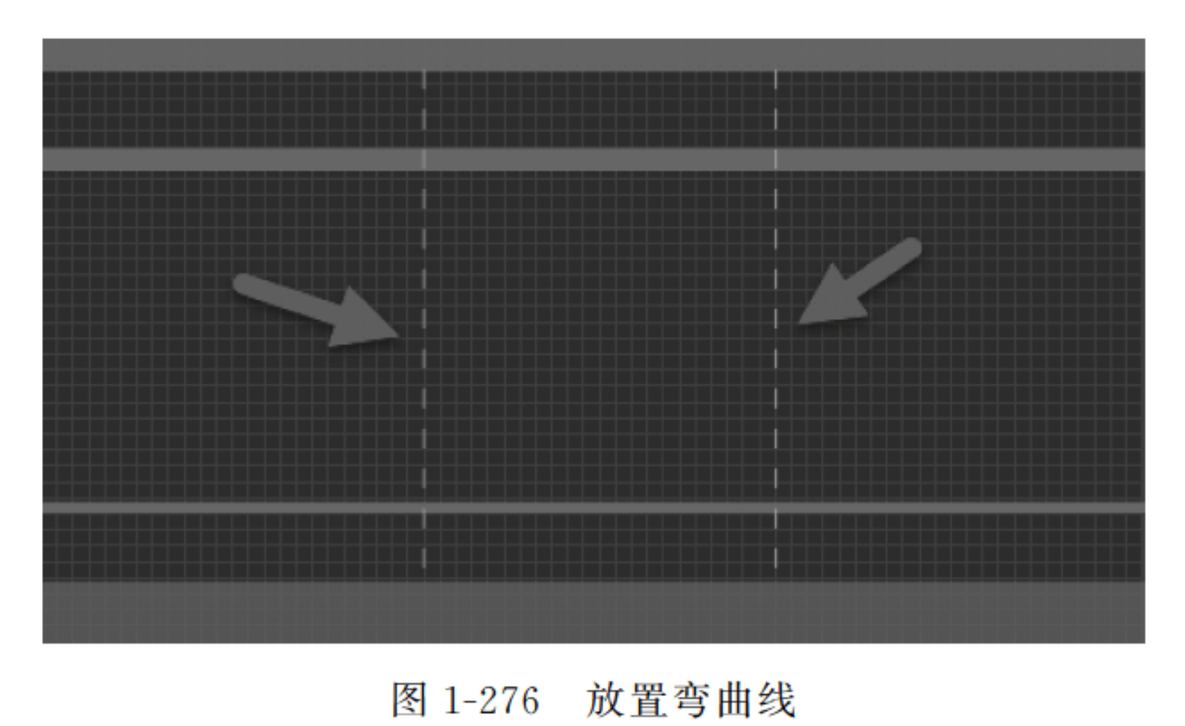

图 1-276　放置弯曲线
(4) 放置和定位弯曲线,实现柔性板的可弯曲性。在板子规划模式中,执行菜单栏中“设计”→“定义弯曲线”命令,或按快捷键 D+E,放置好的弯曲线如图 1-276 所示。根据实际需要放置弯曲线。